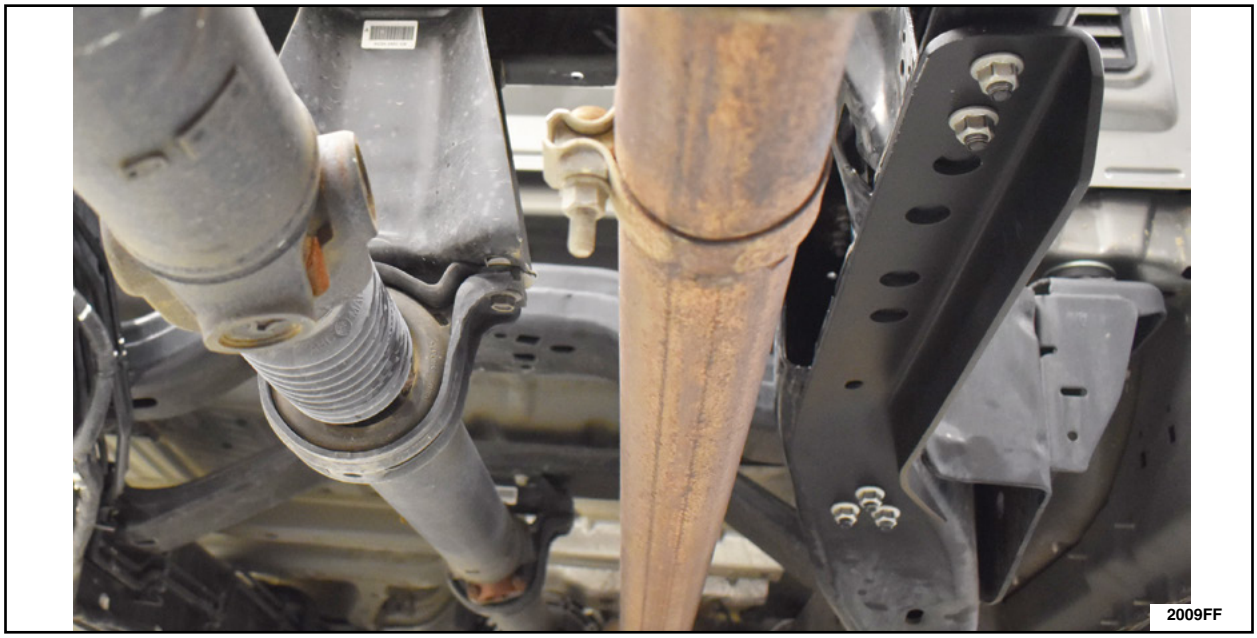

FIGURE 28
10. Figure 28 shows the fully installed right lower Frame Rail Bracket.